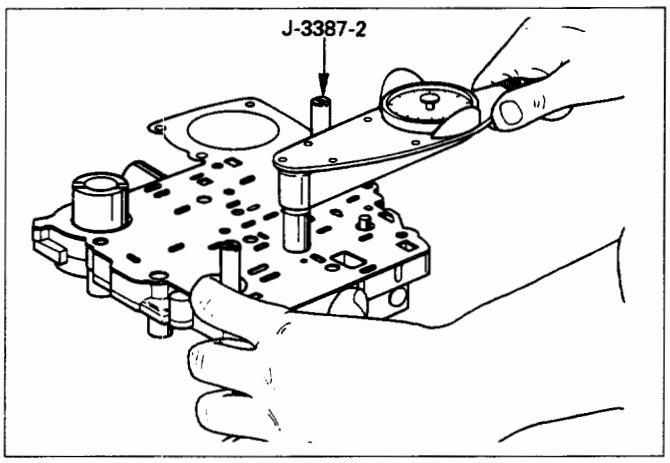

Fig. 7A-66
- Install gasket (valve body/transfer plate) and transfer plate, using two guide pins (Fig. 7A-66).